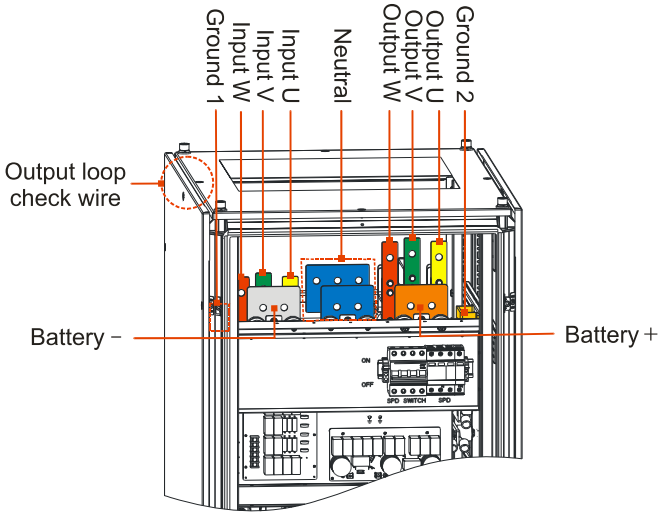

Рис. 3.22 Шины для подключения
Step 2 Подключите входной, выходной кабели и кабель АКБ к шинам в соответствии с Рис. 3.22, затем затяните болты.